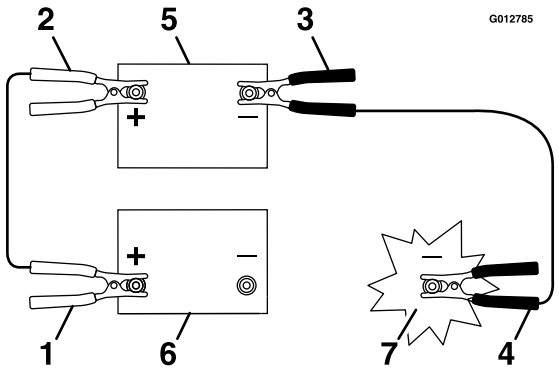

Figur 49
3. Koble den positive (+) kabelen til den positive (+) polen på det utladede batteriet som er koblet til starteren eller solenoiden som vist i Figur 49.